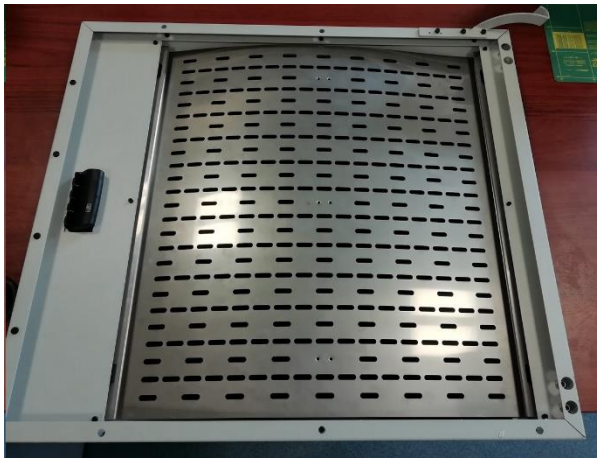

Rys. 12 Odwrócenie górnej pokrywy
5. Odwróć górną pokrywę tak jak na zdjęciu (rys.12).